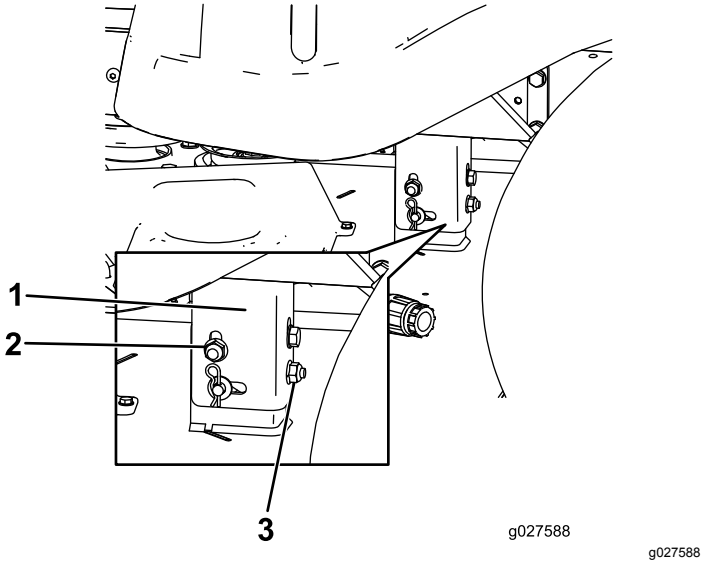

Figure 53
8. Élevez ou abaissez le côté gauche du tablier de coupe en tournant l'écrou arrière (Figure 53).